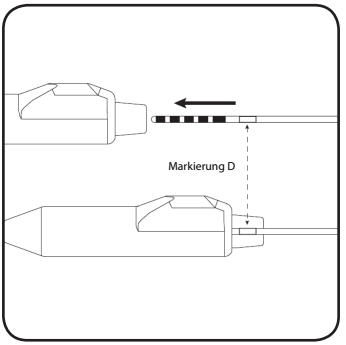

Abbildung 18. Die Elektrode vollständig in den Anschlussblock für die perkutane Verlängerung einführen.
4. Elektrode in den Anschlussblock der perkutanen Verlängerung vollständig einführen, bis sie nicht weiter eingeführt werden kann. Die Markierung D an der Elektrode sollte sich innerhalb der Zugentlastung der perkutanen Verlängerung befinden (**Abbildung 18**). Die Rückhaltehülse der Verankerungselektrode sollte unterhalb der Stellschraube der perkutanen Verlängerung liegen.